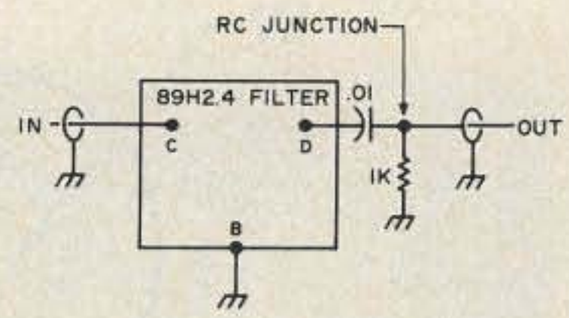
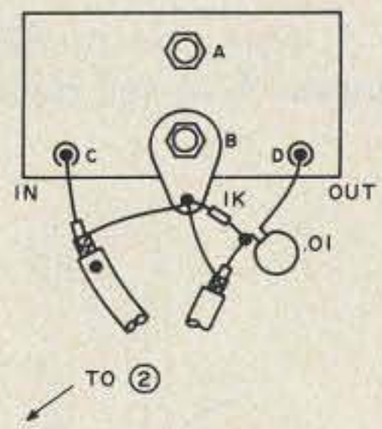

Fig. 2. Connections to new 8-pole filter YF89H2.4.
Fig. 3. Pictorial showing connections to new 8-pole filter YF89H2.4.
Harold mentioned two problems in the first part of this article which troubled me a bit: the impedance mismatch when inserting the new filter and the resulting losses. Even though neither of these had a significant effect in terms of day-to-day operations because of the inherent sensitivity of the 901, I realized that some purists might be unhappy. However, before I could even write Harold about the insertion loss problem, he solved it in a simple and ingenious way by changing the location of the output coupling 1k resistor so as to load down and slightly change the bias on the next stage, Q403. This increased its gain just enough to offset the filter insertion losses almost exactly. (See Fig. 2.)
2. Solder the capacitor and resistor between filter post D and the ground lug as shown in Fig. 3. Note that the common point forms the RC junction to which the coax will connect. See also Fig. 2.
3. Remove the protective paper from the Mount-It (or use foam-type double-stick 3M mounting tape) and press it against the end of the filter nearest pin C (IN). Repeat step 1, resting the filter on top of the large capacitor and sliding it to the left until it contacts the shield. Press it firmly; the special adhesive grounds the filter case (if copper) and bonds more strongly with time.
4. Remount the black plastic panel and tighten its six hold-down screws. Bring the coax with connector 4a up through the rectangular hole. Mark the IN end with paint, brush pen, etc. Do the same for the end of the 4C connector to be chosen as IN. The two must always be connected so that the IN marks match. 4B can be connected either way. The area where the connectors and cables are joined can be covered with epoxy putty to make a neater and more secure job. Try plugging 4B into 4A. Then try 4C; its leads are longer than necessary to reach the eight-pole filter. Cut them to a suitable length with a bit of slack; bare the ends and connect as shown in Fig. 3.
6. Close the cabinet by remounting the top cover and test the connectors for accessibility by removing the small access lid. Connector A makes it possible to experiment with other filters in the future without removing the top of the cabinet. Just duplicate the 4c and Fig. 3 assembly, using clips at the filter end, if desired. ■